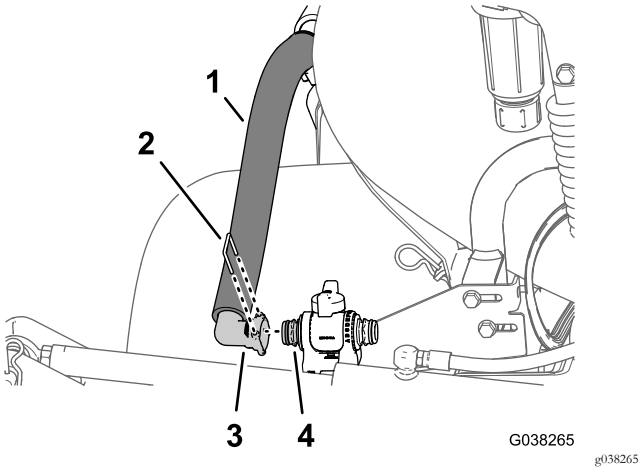

Figura 63
3. Monte a união de ligação rápida de 90° do conjunto do bico de agitação no acoplador rápido da válvula da aceleração da agitação com o retentor que foi fornecido com o conjunto do tubo de agitação (Figura 63).